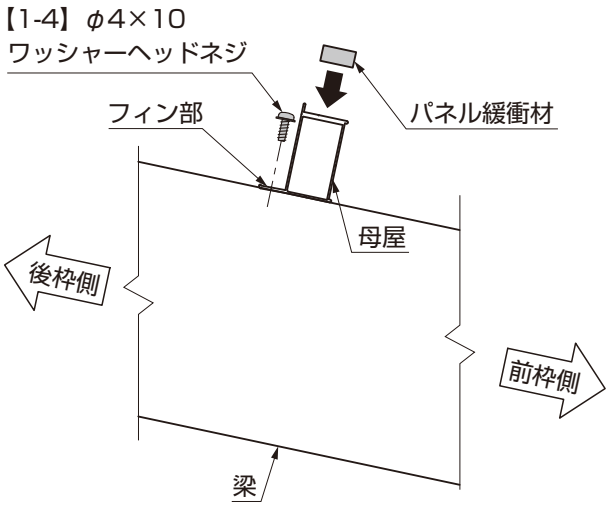

図3-2
②パネル緩衝材を母屋の切欠きと切欠き（※1）の間に貼付けてください。
③後枠側にフィン部を向けて、母屋を梁に【1-4】で取付けてください。（図3-2参照）